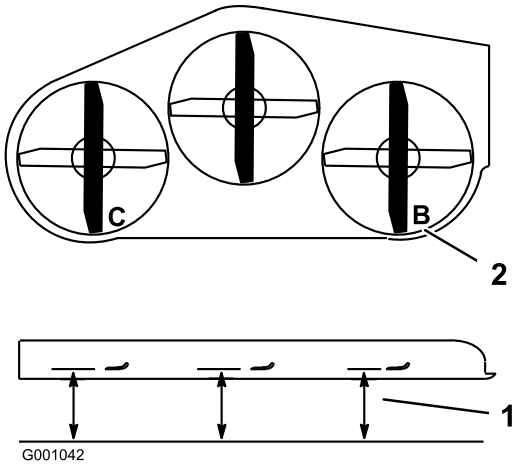

Figur 71
1. Ställ in den högra knivens främre-bakre lutning (Figur 71).
2. Mät den högra kniven vid punkt **B**, från en plan yta till knivens egg (Figur 71).
4. Ställ in den vänstra knivens främre-bakre lutning (Figur 71).
5. Mät vänster kniv vid punkt **C** (Figur 71), från en plan yta till knivens egg.